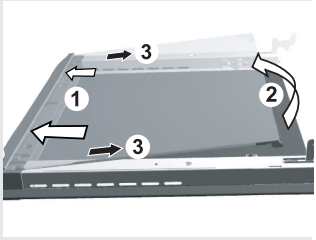

рис. 1
- Возьмите стекло дверцы за нижний край, потяните его на себя и слегка, не выше 10 мм, приподнимите. Не поднимайте слишком высоко! Настолько, чтобы язычок высвободился из прорези (рис. 1).